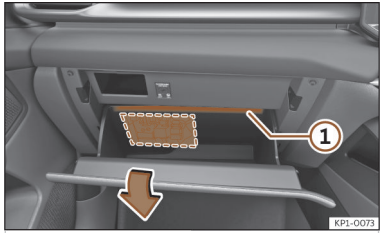

Abb. 216 Rechtslenker: Sicherungskasten hinter dem Handschuhfach, Beifahrerseite.
- Abdeckung von oben abnehmen ››› **(Abb. 216)** ①.